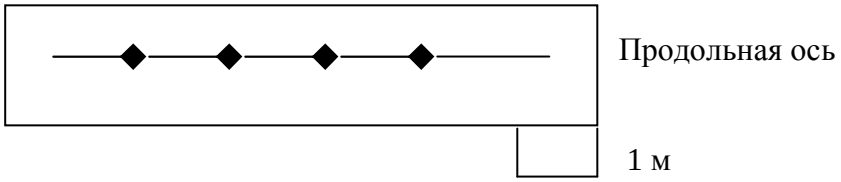

Рис. 2.2. Примерная схема расположения
1. Люксметром Ю-116 провести измерение искусственного освещения в помещении класса и пункта управления объекта в пяти равномерно удаленных друг от друга точках, расположенных на высоте 0,8 м от пола в каждом помещении. Полученные результаты занести в табл. 2.2 отчета, определить величину средней освещенности, сравнить ее с требуемой по санитарным нормам и сделать вывод. На рис. 2.2 приведены примерные схемы (а, б) расположения контрольных точек, в которых необходимо провести замеры.
2. Люксметром Ю-116 произвести измерение искусственного освещения в коридоре командного пункта объекта в пяти равноудаленных от боковых стен и друг от друга точках, расположенных на уровне пола. Полученные результаты занести в табл. 2.2 отчета, определить величину средней освещенности, сравнить ее с требуемой по санитарным нормам и сделать вывод. На рис. 2.2 приведена примерная схема (в) расположения контрольных точек, в которых необходимо провести замеры.